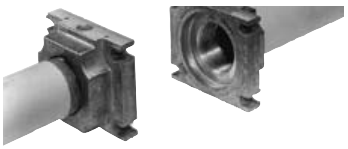

Fig. 14
1. montare la flangia sulla tubazione. Utilizzare opportune guarniture per gas (Fig. 14)